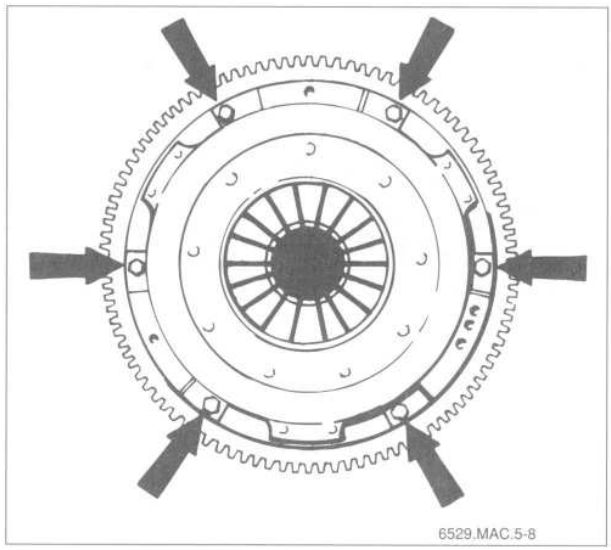

Fig. 5. Pressure plate mounting bolts (**arrows**).
The transmission must be removed from the engine to access the clutch mechanical components. See **230 Manual Transmission**. Fig. 5 shows the clutch components that are normally replaced as part of a clutch overhaul job.
2. Lock engine flywheel in position and unbolt pressure plate. Loosen bolts in stages until spring pressure is evenly relieved. See Fig. 5.